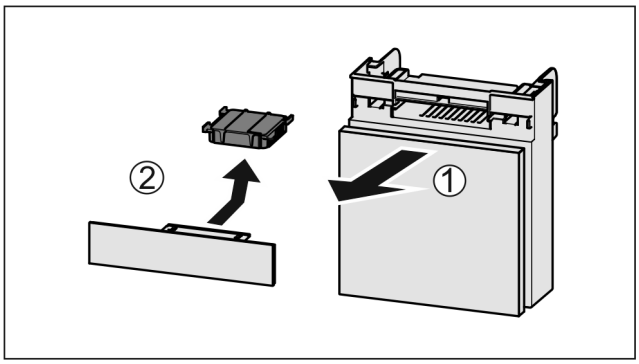

Fig. 43
▶ Extraire le compartiment par l'avant *Fig. 43 (1)*.
▶ Sortir le filtre à charbon actif *Fig. 43 (2)*.